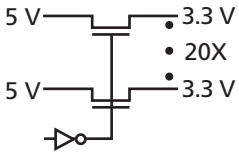

Figure 2-4 • **Bus Switch IDTQS32X2384**
2. 5 V tolerance can also be achieved with 3.3 V I/O standards (3.3 V PCI, 3.3 V PCI-X, and LVTTL) using a bus-switch product (e.g. IDTQS32X2384). This will convert the 5 V signal to a 3.3 V signal with minimum delay (Figure 2-4).